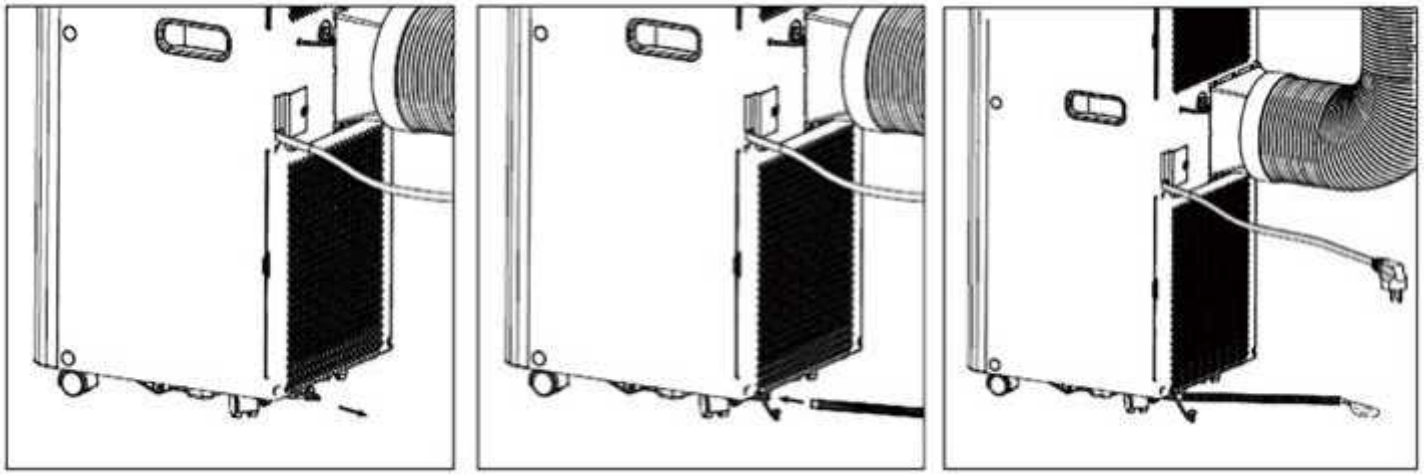

Fig. 9
3) Come mostrato in Fig. 9, collegare bene il tubo di drenaggio (solo nel modelli con riscaldamento);
Quando si prevede di lasciare questa unità inutilizzata per molto tempo, rimuovere il tappo in gomma dal foro di drenaggio alla base dell'unità e scolare tutta l'acqua. Quando l'unità funziona in modalità RISCALDAMENTO, è possibile utilizzare lo scarico continuo con un tubo di scarico collegato al foro di scarico inferiore. Quando l'unità funziona in modalità RAFFREDDAMENTO o DEUMIDIFICAZIONE, lo scarico continuo non è necessario. L'unità può far evaporare automaticamente l'acqua di condensa tramite il motore anti-spruzzi. Assicurarsi che i fori di scarico siano ben chiusi. Se il motore anti-spruzzi è danneggiato, è possibile utilizzare lo scarico continuo. Anche il collegamento del tubo di scarico al foro di scarico inferiore (Fig. 9) può funzionare bene. Se il motore dello spruzzo è danneggiato, è possibile utilizzare anche lo scarico intermittente. In queste condizioni, quando la spia di indicazione serbatoio dell'acqua pieno si accende, collegare un tubo di drenaggio al foro di scarico inferiore e tutta l'acqua presente nel serbatoio verrà scaricata all'esterno. L'unità può funzionare altrettanto bene.